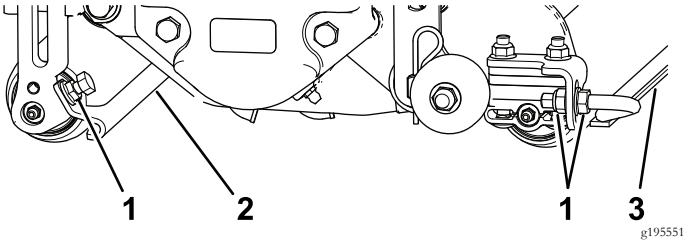

Figur 11
1. Løsn flangemøtrikkerne, der holder rulleskraberne fast (Figur 11).
Sænk transportrullerne (Figur 11) for at undgå, at knivene kommer i berøring med massive overflader, før de lodrette klippere sænkes ned til gulvet eller tages af traktionsenheden.